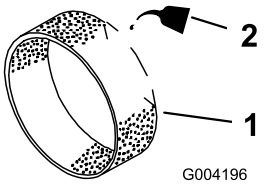

Rysunek 15
3. Nanieś na filtr wstępny ok. 30–60 ml oleju (Rysunek 15).